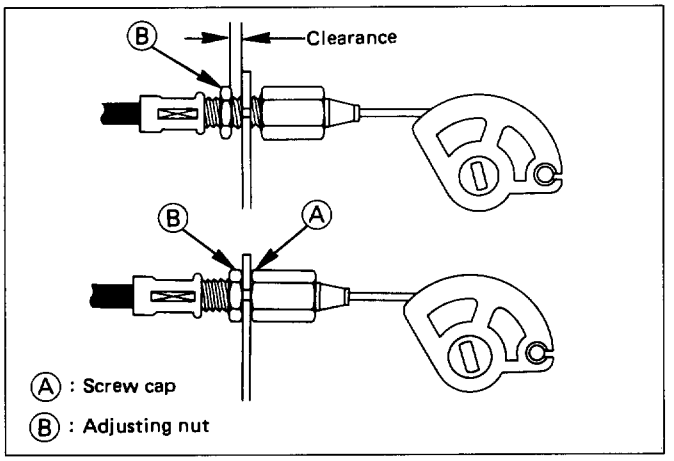

Fig. 6A1-49
- Accelerator pedal cable adjustment (Fig. 6A1-49)